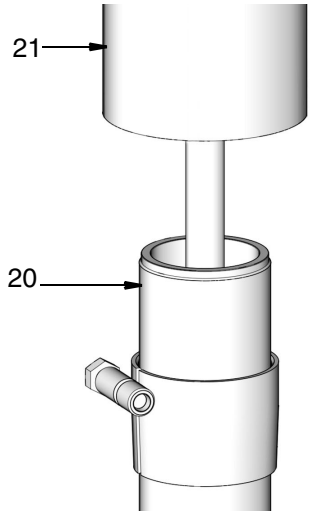

Рис. 9
8. Выкрутите трубку (20) из основания насоса (21) (Рис. 9).